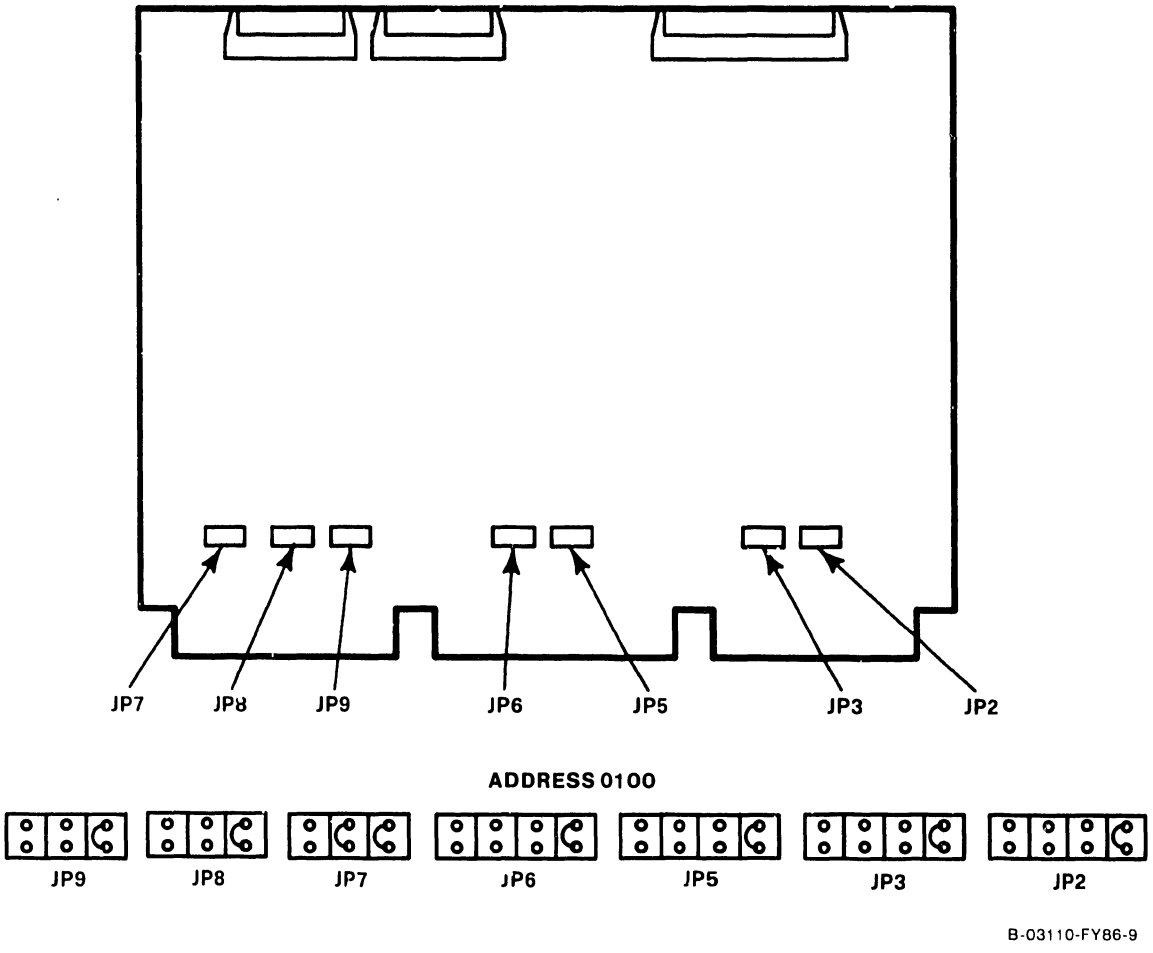
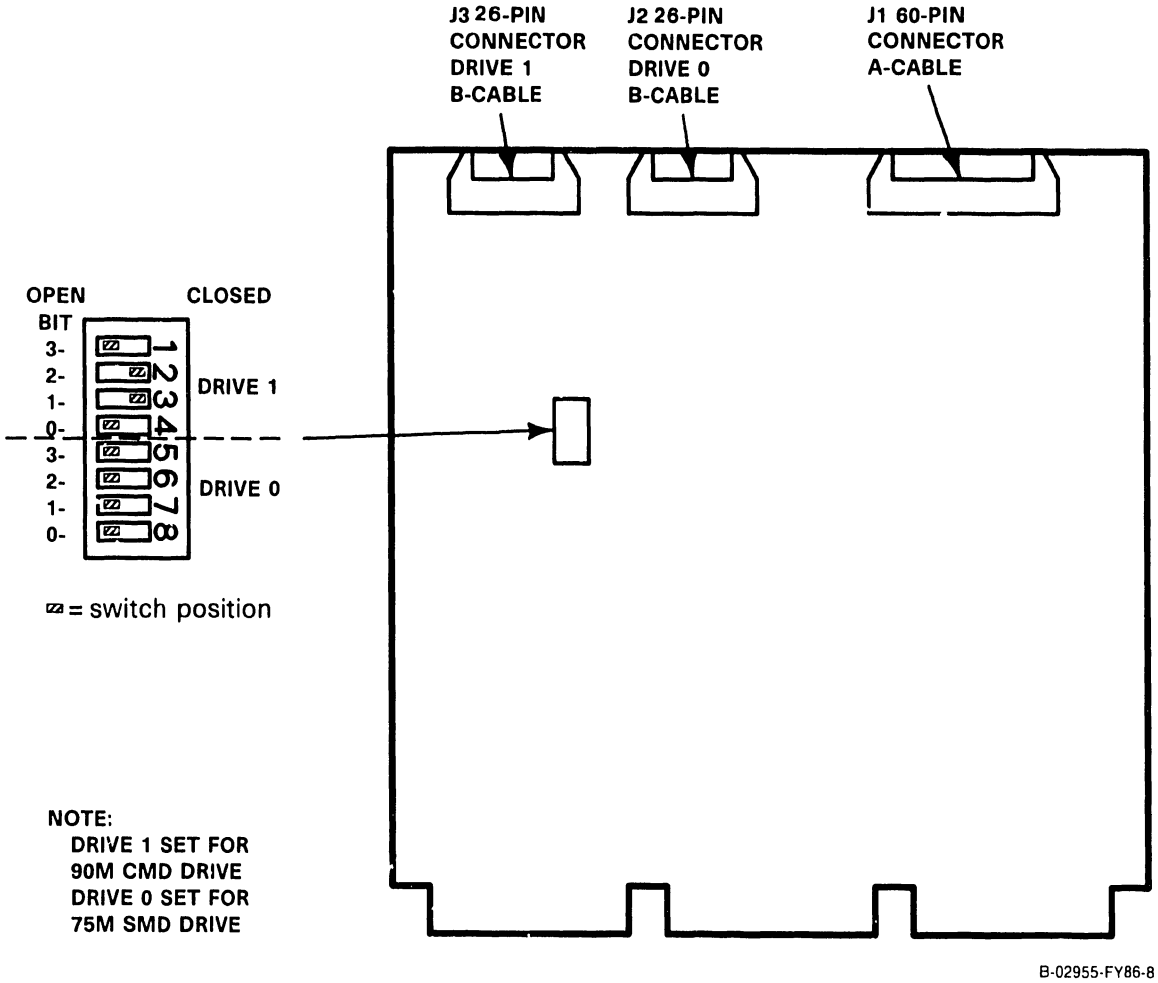

Figure 7-11. SMD 2-Port Board Jumper Locations/Positions
Figure 7-12. 2-Port SMD Switch Location/Drive-type Settings
3) After checking jumper locations/positions (figure 7-11) and switch settings (table 7-4, figure 7-12) install the new SMD 2-Port board.